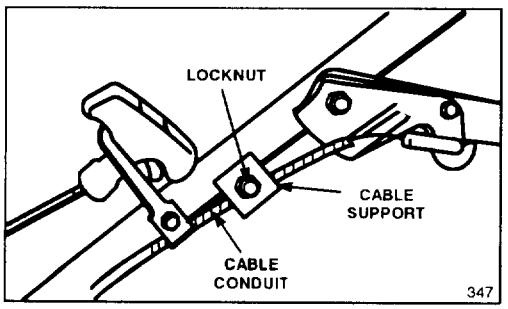

Figure 24
3. ADJUST CABLE CONDUIT—Loosen locknut on cable support (Fig. 24). Insert 1/8"–3/16" object between brake lever and handle. Pull down on cable conduit until slack is removed. Then tighten locknut.